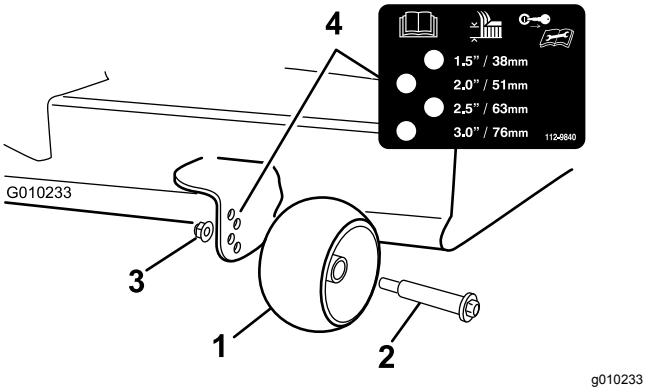

Figur 19
3. Juster antiskalperingsrullerne (Figur 19) for at matche den tætteste klippehøjdeposition.